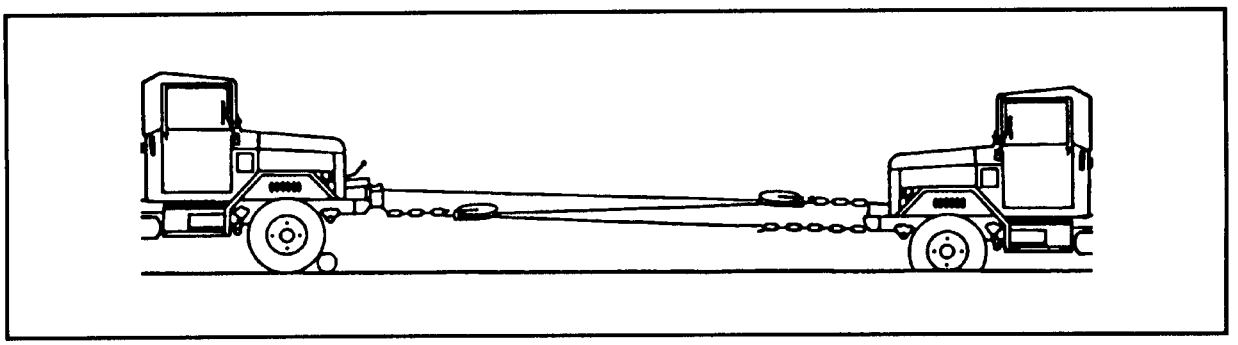

FIGURE 22-7. Three-Part Line.
*Three-Part Line.* To get a mechanical advantage of 31, use two snatch blocks – one at the load and one on the winch vehicle (Figure 22-7). Thread the winch cable first through the block on the load, back through the block on the winch, and then again to the load where it is secured.